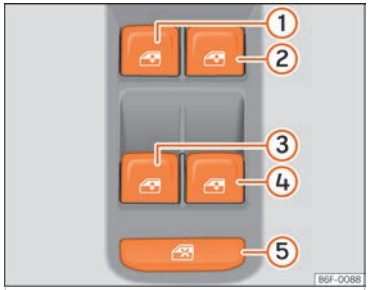

Fig. 85 Detall de la porta del conductor: comandaments per a les finestretes.
Mitjançant el comandament de seguretat ››› fig. 85 ⑤ de la porta del conductor podeu desactivar les tecles dels alçavidres de les portes del darrere.